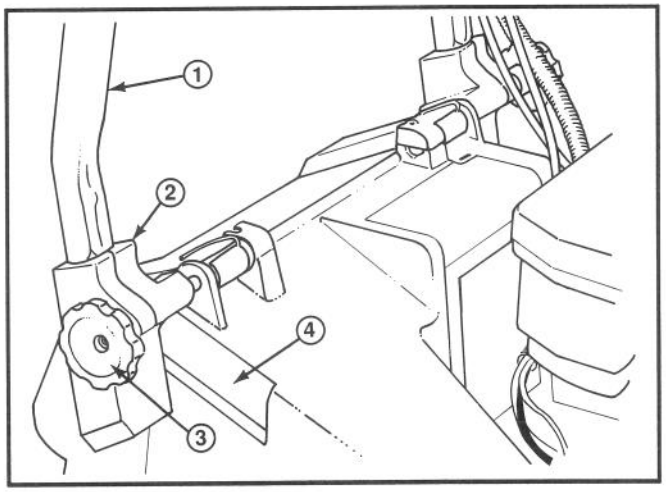
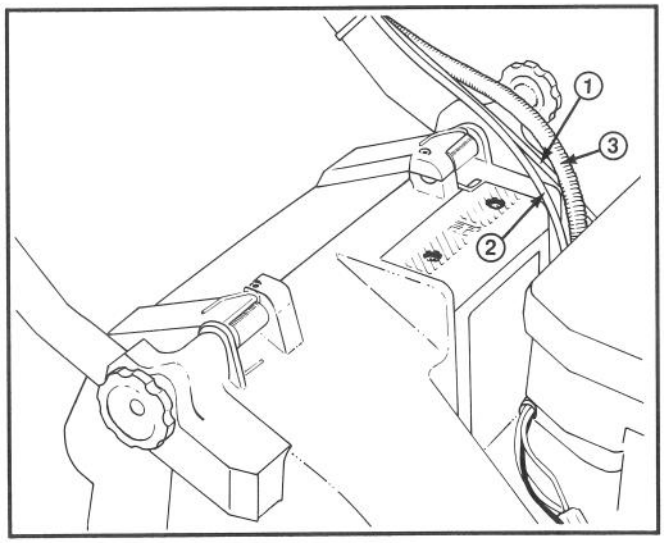

Afbeelding 1
Afbeelding 2
1. INSTALLEREN HENDEL—Knoppen op de bevestigingsbeugels losdraaien (Afb. 1).
3. Schuif de uiteinden van de hendel helemaal in de gaten op de bevestigingsbeugels (Afb. 1). Zorg ervoor dat de kabel van de gasklep, de elektrische startkabel en de kabel van de aandrijving zich boven op de linker bevestigingsbeugels bevinden (Afb. 2).
4. Draai hendel en bevestigingsbeugels naar achteren tot-dat de uiteinden van de hendel zich veilig binnen de beugel bevinden (Afb. 2).